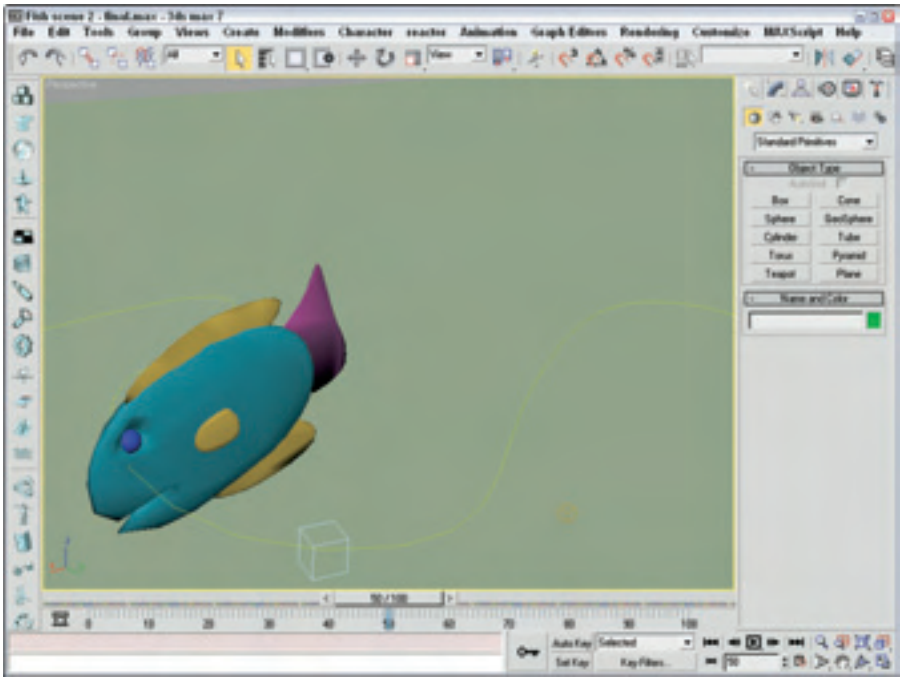

Figure 49-12: A tail-flapping fish that faces the right direction as it follows the path
2. Save your script (File ➪ Save), and then press Ctrl+E to evaluate the script again. This script is saved in the Chap 49 directory as FishPath2.ms. Make the Camera01 viewport active, and click Play Animation. Figure 49-12 shows another frame of the animation. As you can see, the fish is heading in the right direction this time, and the tail is flapping wildly.